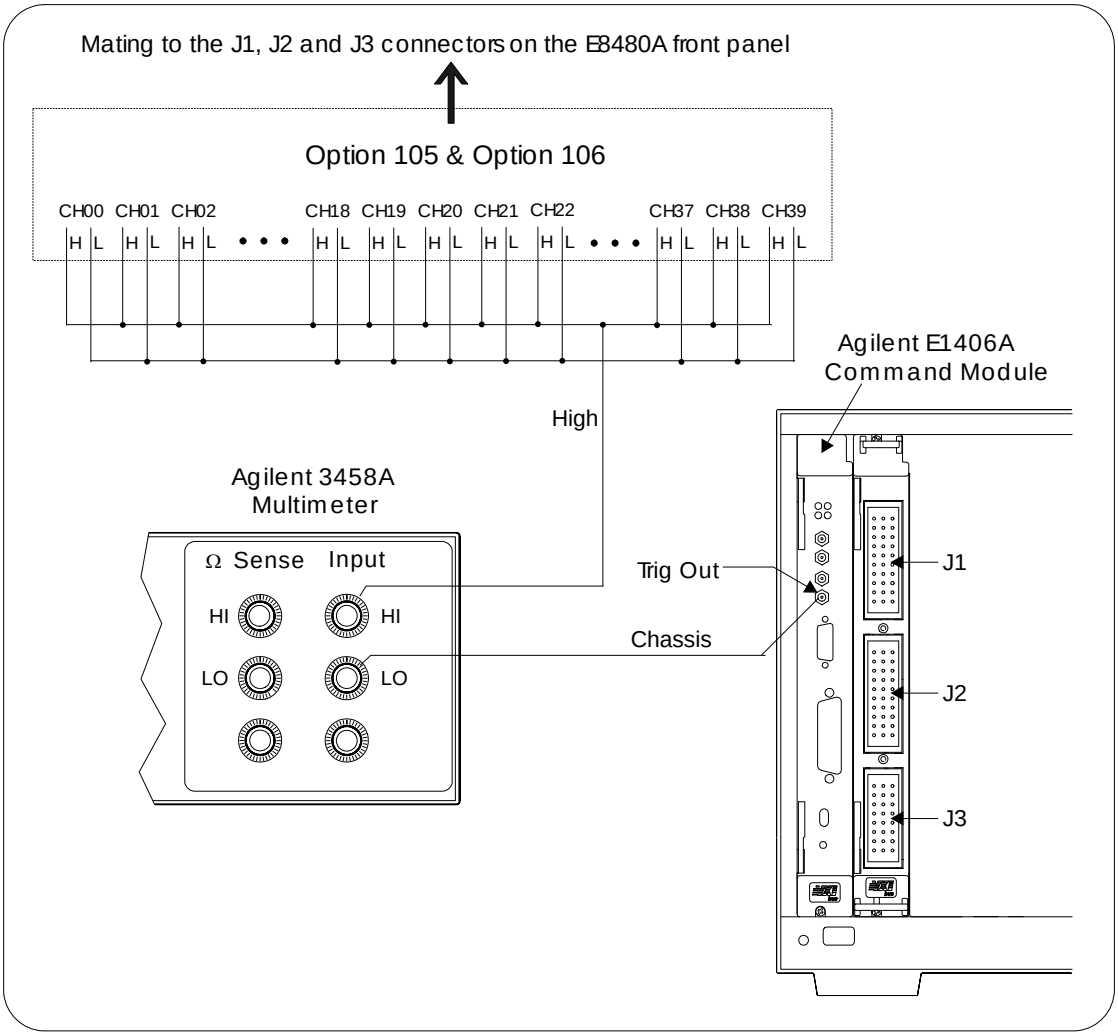

Figure 2-4. Channel High to Chassis Isolation
-- In step 3, make hardware connection as shown in Figure 2-4.